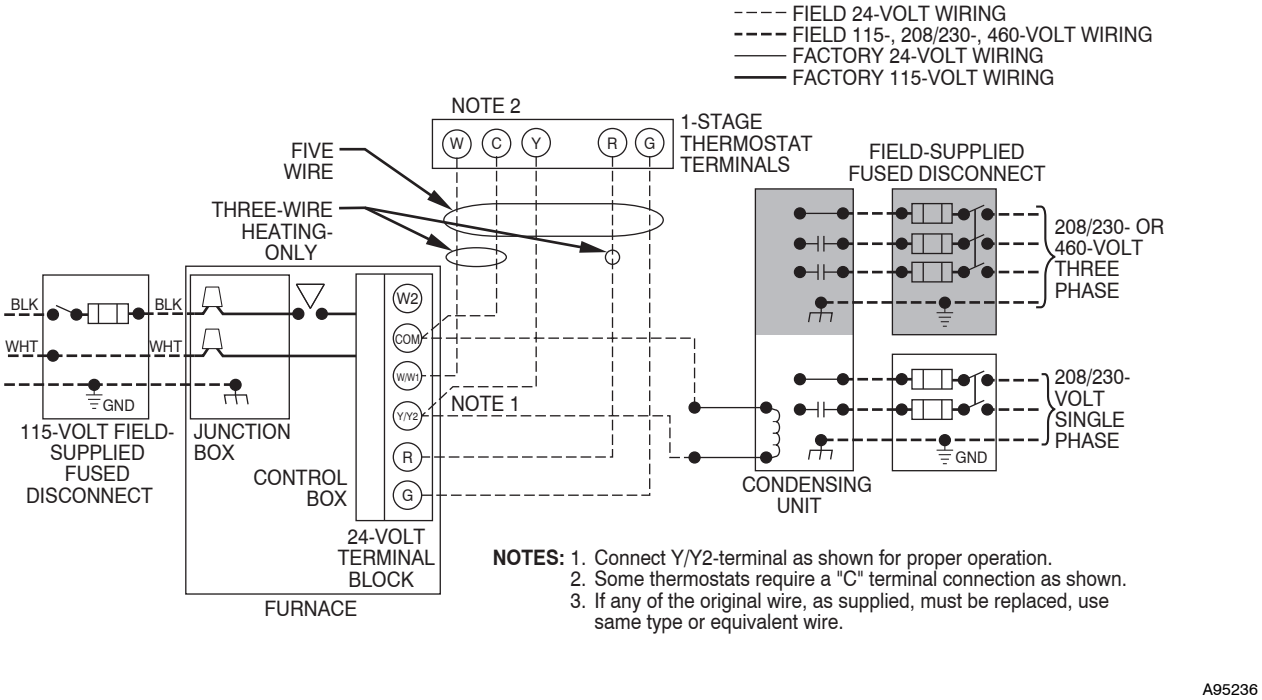

Fig. 24 - Heating and Cooling Application Wiring Diagram
See Fig. 24 for field wiring diagram showing typical field 115-v wiring. Check all factory and field electrical connections for tightness.
12. Complete electrical box wiring and installation. Connect line voltage leads as shown in Fig. 24. Use best practices (NEC in U.S. for wire bushings, strain relief, etc.)
5. Connect line voltage leads as shown in Fig. 24.
Make field 24-v connections at the 24-v terminal strip. (See Fig. 24) Connect terminal Y as shown in Fig. 43 for proper cooling operation. Use only AWG No. 18, color-coded, copper thermostat wire.